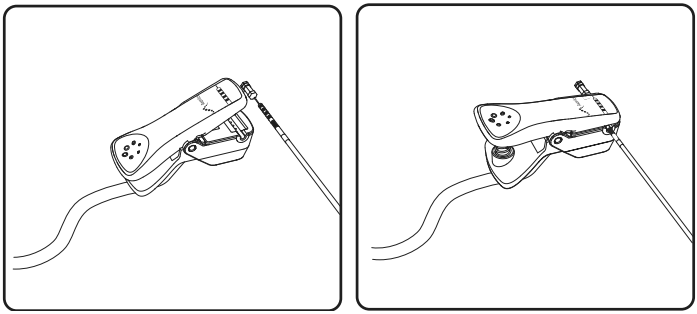

Abbildung 15. Das Elektrodenstimulationskabel mit der Verankerungselektrode verbinden
10. Das Teststimulationskabel der Verankerungselektrode mit der Elektrode verbinden (**Abbildung 15**). Mithilfe des Programmiergeräts gewährleisten, dass alle 4 Kontakte angeschlossen sind.